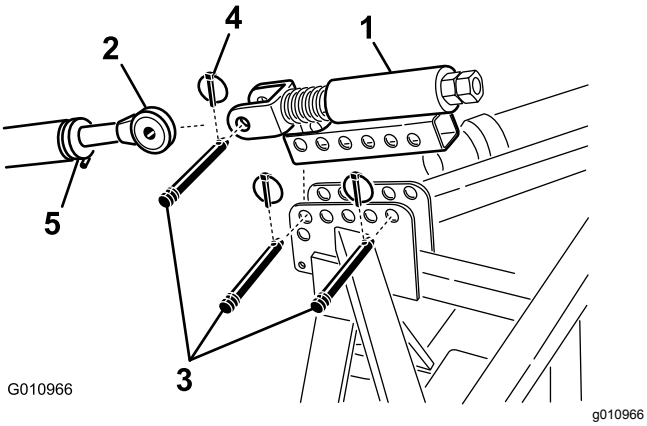

Figur 9
1. Monter det fjærbelastede toppleddet og luftemaskinbraketten ved hjelp av to leddtapper og ringstifter (Figur 9)
2. Løsne låsemutteren på traktorens øvre leddarm. Juster lengden på øvre leddarm helt til det samsvarer med splittpinnen på det fjærbelastede toppleddet på luftemaskinen (Figur 9).
3. Koble traktorens øvre leddarm til splittpinnen på det fjærbelastede toppleddet og fest med leddtapp og ringstift (Figur 9).
6. Roter øvre ledd helt til fjæren er komprimert til omtrent 13 mm (Figur 9).